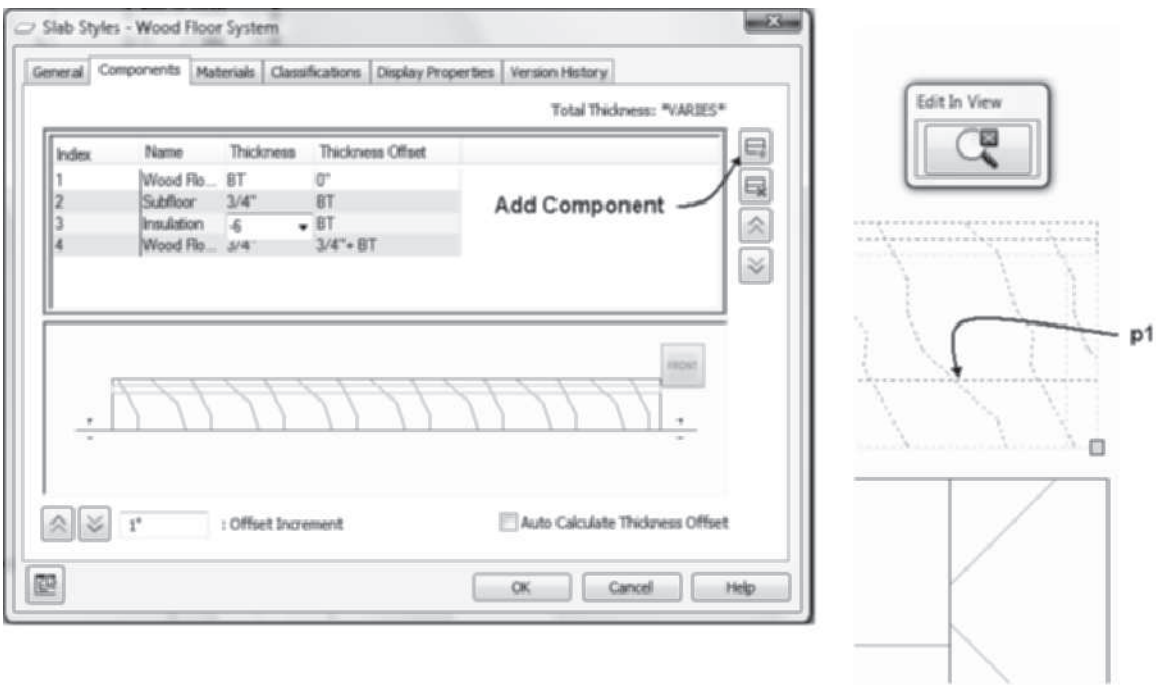

FIGURE 8.29 *Component settings for insulation*
12. Remain in Edit in View, choose the slab, and choose **Edit Style** from the General panel of the Slab contextual tab. Choose the **Components** tab and select the **Subfloor** component. Choose **Add Component** from the right toolbar as shown in Figure 8.29. Choose the **Index 3** component, click in the **Name** column, overtype **Insulation**, and click in the **Thickness** column and overtype **–6[–150]**. Click **OK** to dismiss the **Slab Styles-Wood Floor System** dialog box.
13. Choose the Home tab. Choose Content Browser from the Tools flyout of the Build panel. Open the Visualization Catalog, navigate to AEC Material Tools > US Imperial > Thermal and Moisture > Insulation [AEC Material Tools > US Imperial > Thermal and Moisture > Insulation]. Drag the **Thermal & Moisture.Insulation.Batt.6 [Thermal & Moisture.Insulation.Batt.140]** i-drop into the workspace. When prompted to *Select a component or object*, click the pickbox at **p1** as shown in Figure 8.29. Press ENTER to apply the material definition to the style.